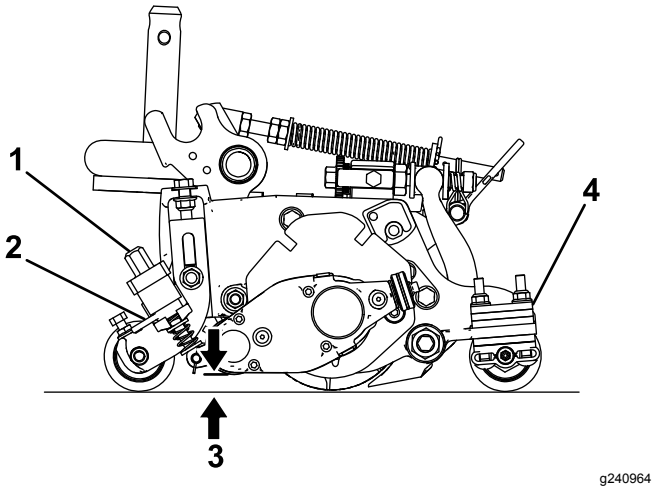

**Figur 24**
3. Vrid snabbspakarna (Figur 24) till AKTIVERAT LÄGE (handtaget ska peka mot klippenhetens främre del).
4. Mät avståndet från trimknivens lägsta spets till arbetsytan i en ände av trimningscylindern (Figur 24). Vrid på höjdjusteringsreglaget (Figur 24) för att höja eller sänka trimknivspetsen till önskad höjd.